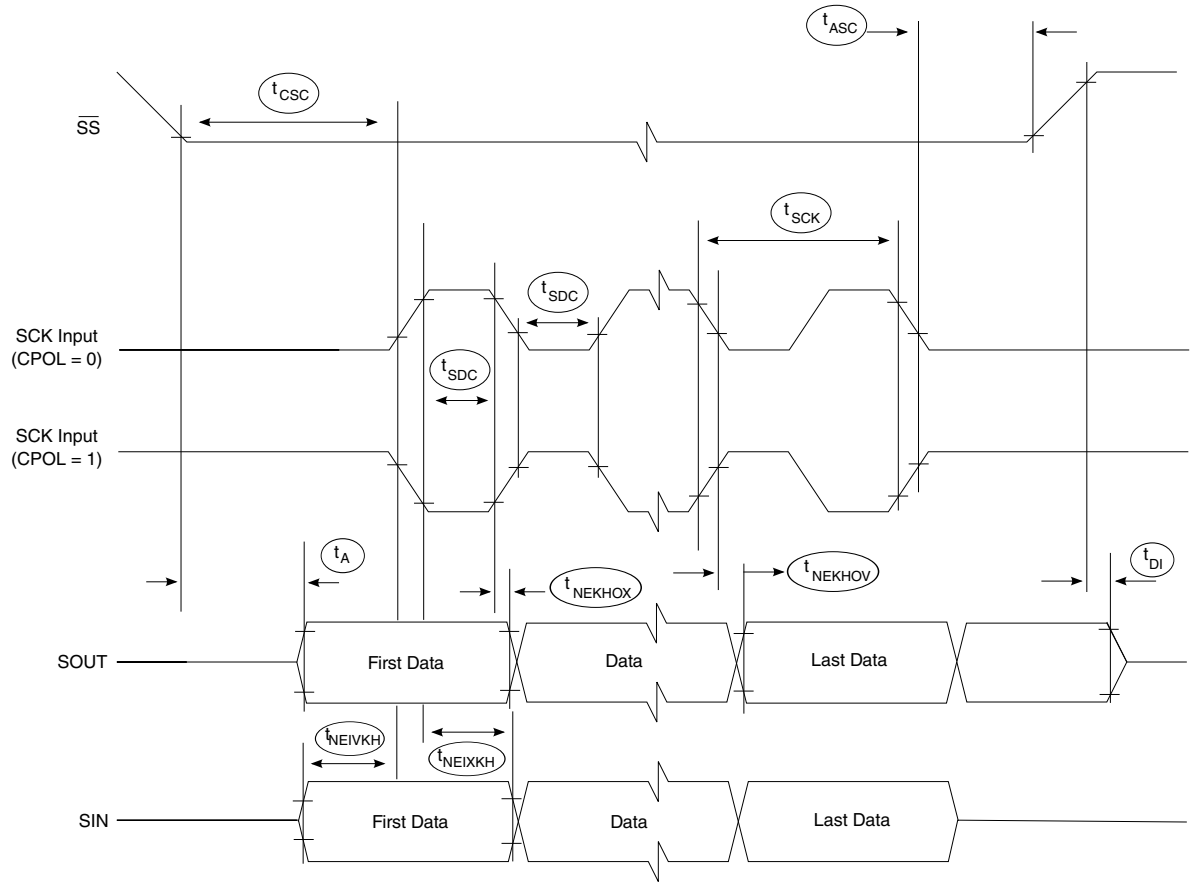

Figure 61. SPI timing slave, CPHA = 0
7. See Figure 61. on page 171.